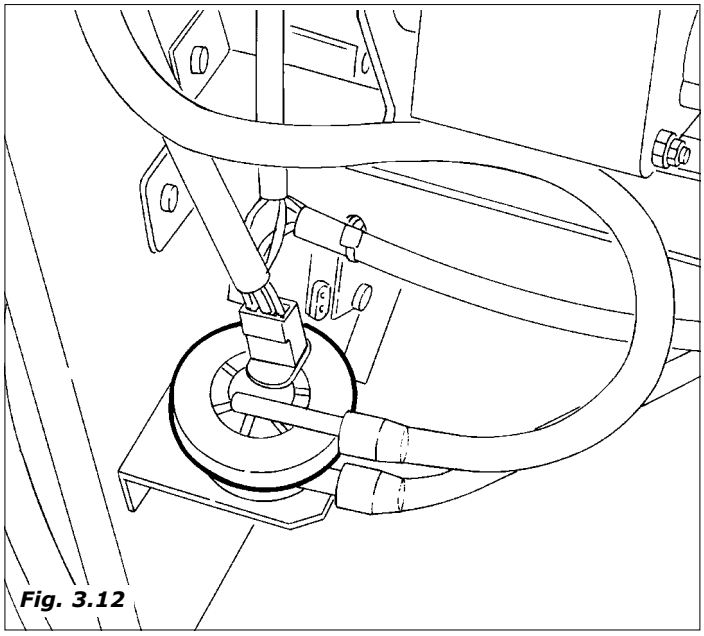

Fig. 3.12
- ativa-se a bomba que distribue a quantidade de água selecionada, e controlada pelo apósito dispositivo eletronico (contador volumetrico), puxando pelo tanque café *(Fig.3.12)*